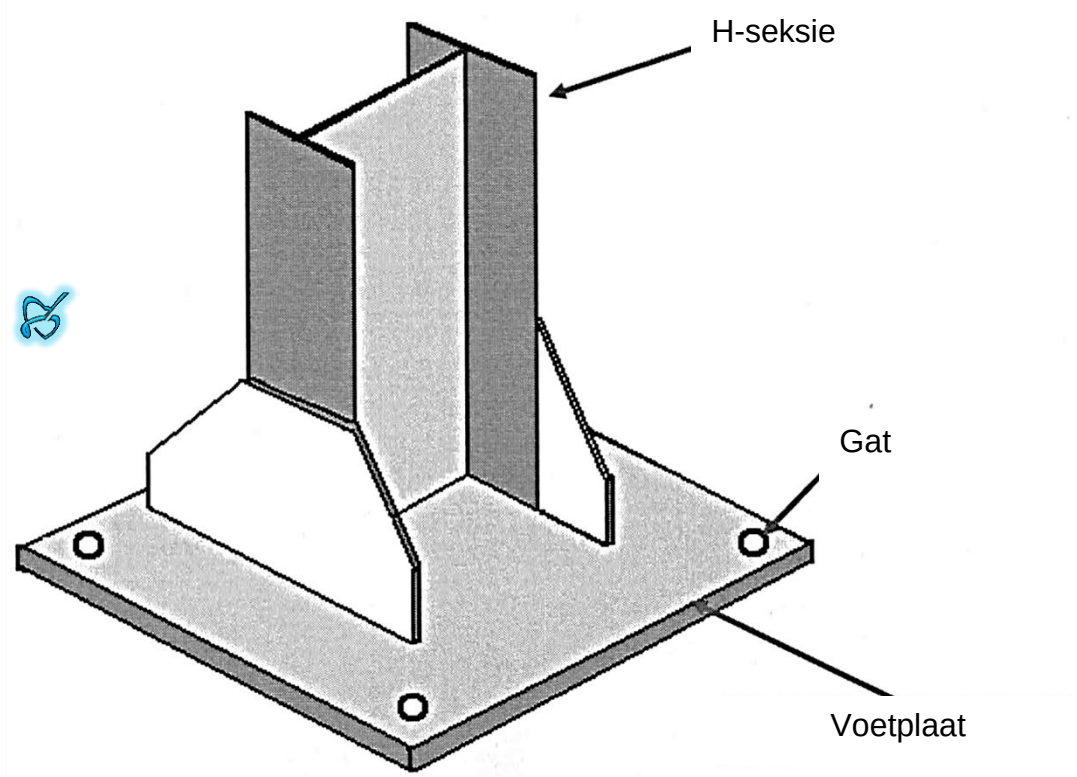

FIGUUR 2
2.2 FIGUUR 2 toon 'n eenvoudige kolombasis.